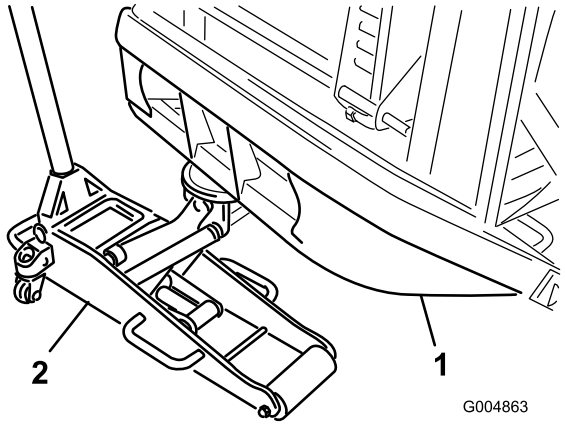

**Rysunek 29**
1. Umieść odpowiedni podnośnik pod rurą tylnego zderzaka, unieś tył maszyny i podeprzyj go podporami (Rysunek 29).